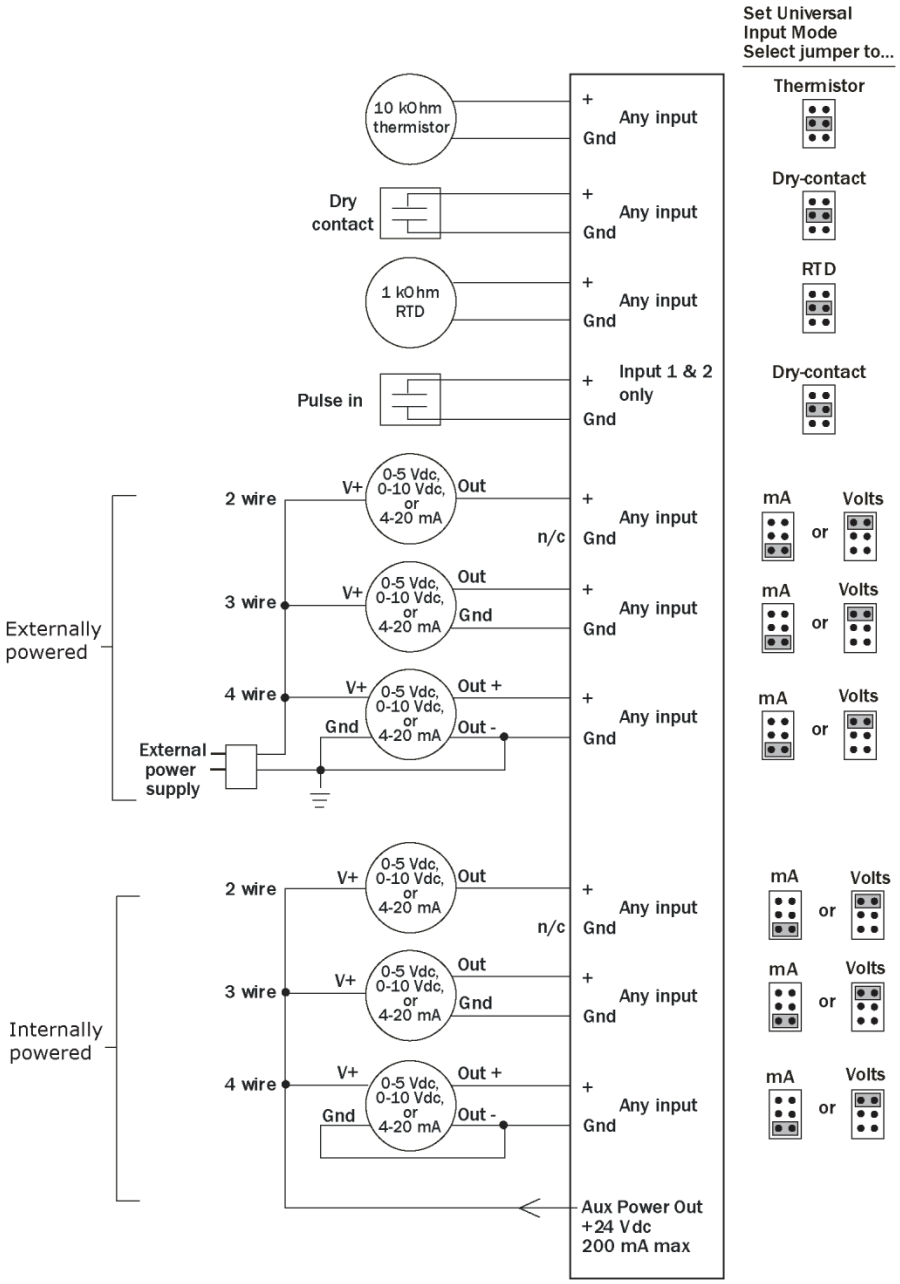

Fig. 2 — UC Open XP Typical Wiring
2. Connect the input wiring to the screw terminals on the UC Open XP controller. See Fig. 2.